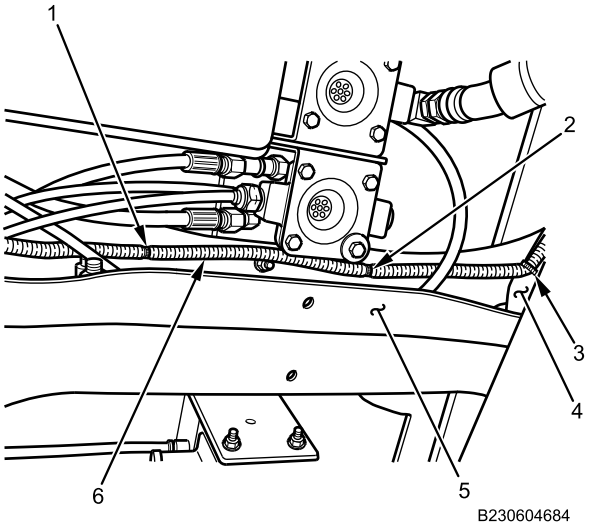

Figure 14. Cable Lock Straps on Crossmember.
8. Secure rear chassis harness (Figure 14, Item 6) to crossmember (Figure 14, Item 5) with two new cable lock straps (Figure 14, Item 1 and 2). Secure rear chassis harness to hose (Figure 14, Item 4) with new cable lock strap (Figure 14, Item 3).